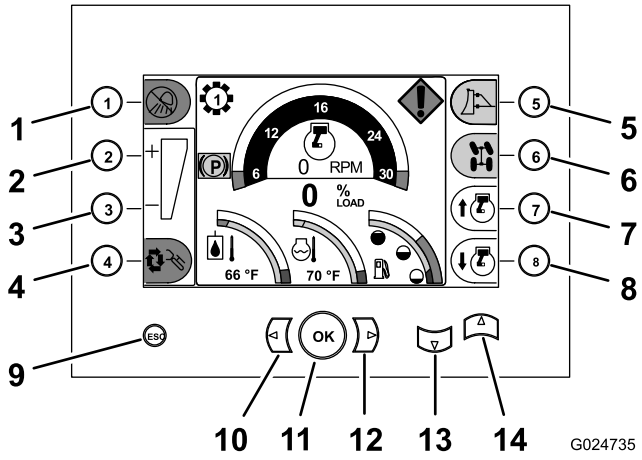

Bild 9
Machen Sie sich mit den Bedienelementen (Bild 9 bis Bild 16) vertraut, bevor Sie den Motor anlassen und die Maschine bedienen.
Mit den Tasten auf dem Command Center steuern Sie die Maschinenfunktionen und navigieren zu den Bildschirmen für das Maschinensetup und die Diagnostik (Bild 9).
- **Taste für mehr Gas:** Drücken Sie die Taste für mehr Gas (Taste 7), die sich unten rechts auf dem Command Center befindet, um die Motordrehzahl zu erhöhen (Bild 9).
- **Taste für weniger Gas:** Drücken Sie die Taste für weniger Gas (Taste 8), die sich unten rechts auf dem Command Center befindet, um die Motordrehzahl zu verringern (Bild 9).